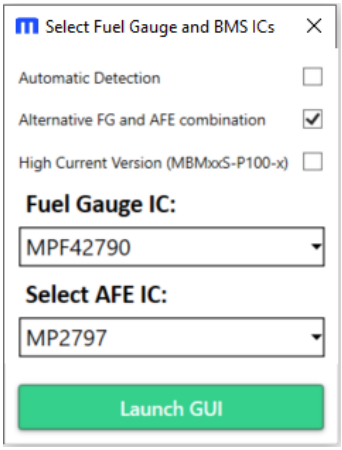
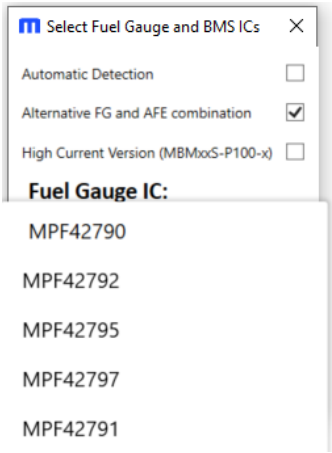
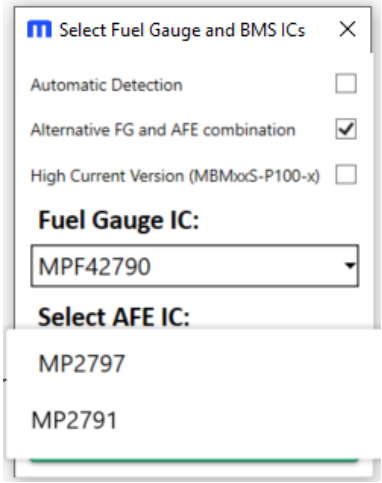

Figure 25: Fuel Gauge and BMS ICs Selection Window 3
Figure 26: Fuel Gauge and BMS ICs Selection Window 4
Figure 27: Fuel Gauge and BMS ICs Selection Window 5
b. Manually select the BMS and FG ICs independently with the drop-down menus (see Figure 25, Figure 26, and Figure 27).